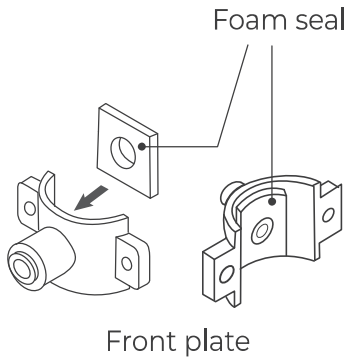

Figure 3
①. Stick the foam seal on the front plate of the drain saddle. Ensure that the hole of the foam seal is aligned with the hole of the front plate **(Figure 3)**.
②.Choose a spot on the drainpipe that is convenient for installing the drain saddle. Drill a 1/4" hole in the drainpipe. Be sure not to penetrate the opposite side of the pipe.